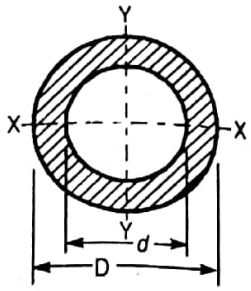

Fig. 1.45
97. Moment of inertia of a hollow circular section, as shown in Fig. 1.45, about X-X axis, is
98. Moment of inertia of a hollow circular section, as shown in Fig. 1.45, about an axis perpendicular to the section, is..... than that about X-X axis.